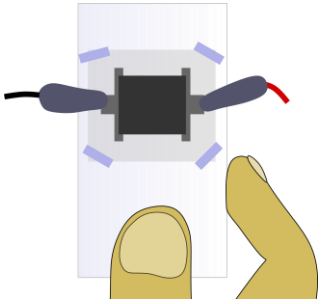

Figure 5
- *Using scotch-tape, fixe the humidity sensor to the piece of glass, or the credit card (any rigid and thin small object will do) like shown in* Figure 5*. This will help when handling the sensor with the crocodile terminals attached.*